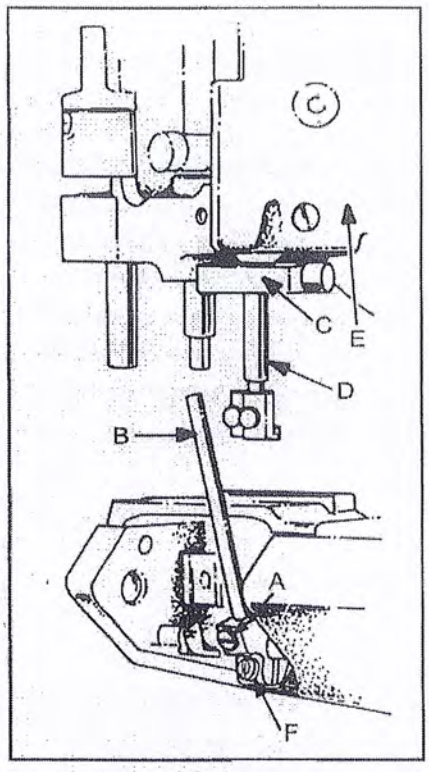
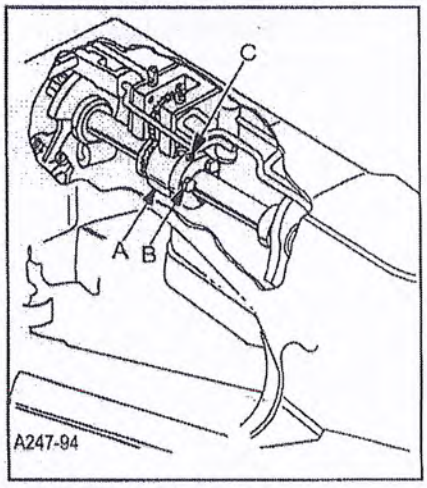

FIG.2
FIG.3
To synchronize the machine,remove the needles,presser foot, throat plate,feed dogs and upper feed roller mechanism.Rotate handwheel in the operating direction until the needle bar is at the bottom of its stroke and just begins its upward travel .Loosen screw(A,Fig.2) and remove the looper for the left hand needle from the looper holder.Insert a straight steel rod (B)5/32"(3.9mm) or 11/64"(4.3mm) diameter by 2-1/2"(63.5mm) long into looper holder and retighten screw(A).Rotate the handwheel until the rod (B) is at the extreme left and reinstall the throat plate. Loosen screw(F)in looper holder and move the holder left or right until the right side of the rod is approximately 5/32"(4.0mm) from the left edge of the throat plate,tighten screw(F).Turn the handwheel in the operating direction ,with needle bar rising until rod(B)comes in contact with the edge of the throat plate.At this point,clamp timing gauge No.TT147(C)around the needle bar (D),flush against the underside of the machine casting(E).Rotate handwheel in the opposite direction until needle bar or the rod contacts the edge of the throat plate.Maximum allowable clearance between gauge and casting or rod and throat plate is .005"(0.1mm).
Both ends of the adjustable split coupling are secured to the crankshaft and main shaft by spot screws and set screws.On the main shaft end of the coupling(A,Fig.3)three screws(B) thread horizontally through the coupling . The holes in the main shaft end of the coupling are larger than the diameter of the screws, permitting several degrees of rotation in either direction to properly synchronize the needle and looper. Loosen the three horizontal clamp screws(B,Fig.3).With rod (B.Fig.2)at its farthest position to the left , snug the uppermost horizontal clamp screw enough to hold coupling (A.Fig.3)in position,If the handwheel is turned in reverse of operating direction and gauge(C.Fig.2)on needle bar (D)contacts the machine casting(E)before rod(B)contacts the edge of the throat plate loosen horizontal clamp screw(B.Fig.3) which was snug ,while holding the coupling in place with an Allen wrench in set screw(C).Rotate the handwheel slightly in reverse of operating direction,snug the uppermost horizontal clamp screw(B),recheck synchronization.If the handwheel is turned in reverse of operating direction and the rod contacts the edge of the throat plate before the clamp gauge contacts the machine casting ,adjust as before,except turn the handwheel slightly in the operating direction.Use shim stock to insure no more than .005"(0. 1mm)exists between gauge and casting or between rod and throat plate ,in both the operating and reverse directions of the handwheel. When this setting has been made ,tighten the three horizontal clamp screws(B.Fig.3)securely,and recheck both clearance points with .005"0.1mm)shim gauge to assure no slippage occurred while tightening the screws.